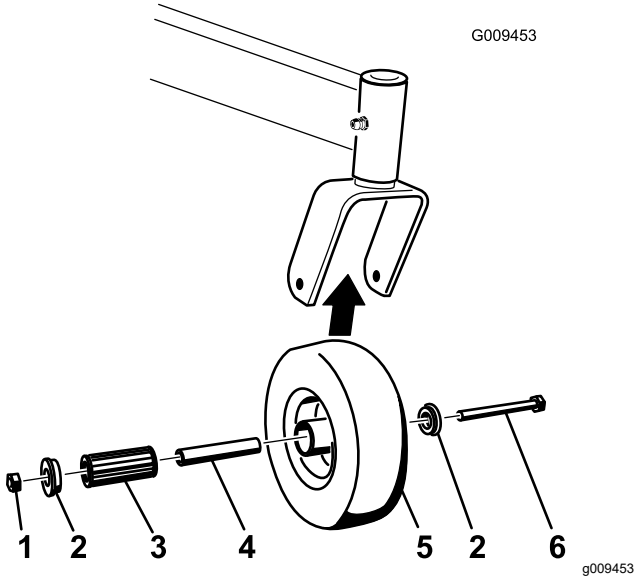

Figura 61
1. Retire la contratuerca y el perno que sujetan la rueda giratoria a la horquilla (Figura 61).
2. Retire un solo casquillo y tire del casquillo intermedio y del cojinete de rodillos para sacarlos del cubo de la rueda (Figura 61).
3. Retire el otro casquillo del cubo de la rueda y limpie la grasa y la suciedad del cubo de la rueda (Figura 61).
Nota: Repare o cambie cualquier pieza dañada o desgastada (Figura 61).
5. Coloque un casquillo en el cubo de la rueda (Figura 61).
6. Engrase el cojinete de rodillos y el casquillo intermedio y deslícelos en el cubo de la rueda (Figura 61).
7. Coloque el segundo casquillo en el cubo de la rueda (Figura 61).
8. Instale la rueda giratoria en la horquilla y fíjela con el perno y la contratuerca (Figura 61).
9. Apriete la contratuerca hasta que el casquillo intermedio se apoye contra el interior de las horquillas de las ruedas giratorias (Figura 61).